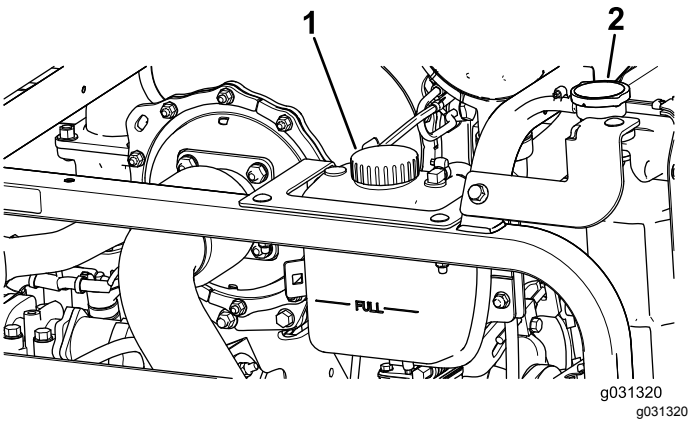

Figur 106
1. Ta radiatorlokket og lokket på ekspansjonstanken forsiktig av (Figur 106).
2. Kontroller kjølevæskenivået i radiatoren (Figur 106).